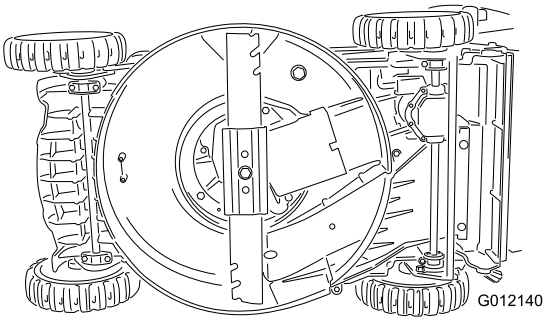

Rysunek 25
2. Przechyl maszynę na bok (Rysunek 25) ze wskaźnikiem poziomu skierowanym w dół.